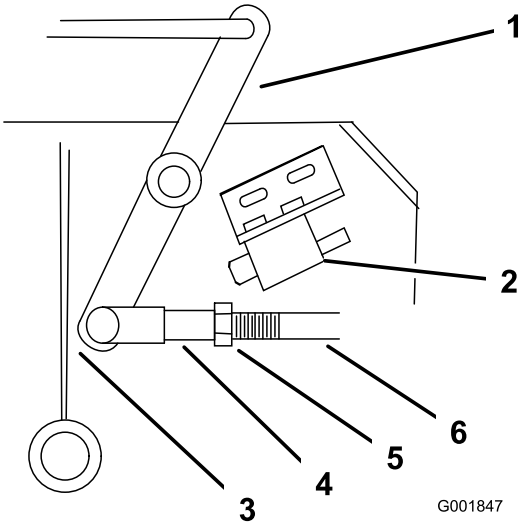

Figura 47
4. Ajuste la longitud del acoplamiento hasta que el extremo inferior de la palanca acodada casi roce el refuerzo del soporte del eje (Figura 47).
9. Afloje la tuerca de la horquilla (Figura 47).